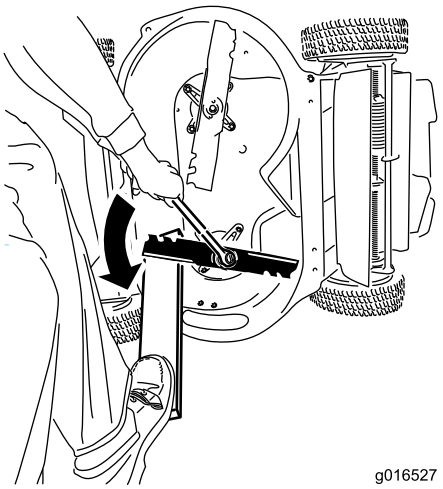

Figur 32
1. Brug en træklods til at understøtte hver kniv og drej knivbolten mod uret som vist i Figur 32.